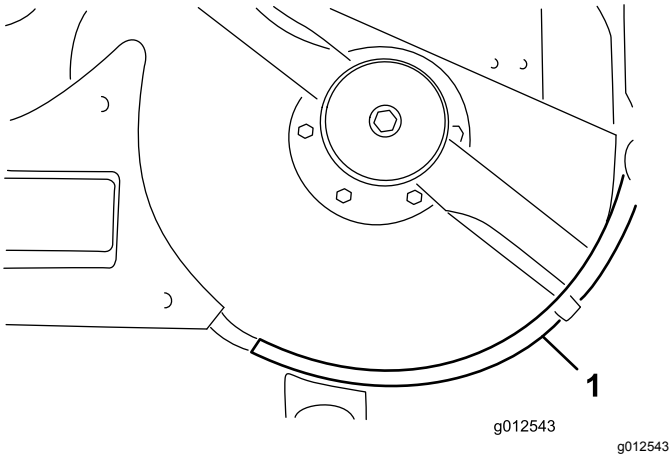

図 15
10. 左シェルフをデッキに取りつけるボルト ¼-20 x 1" 2本、ボルト¼-20 x ¾"1本、ロックナット3個を使用する図 15。ボルトは、頭部がデッキの内側にくるように取り付ける。